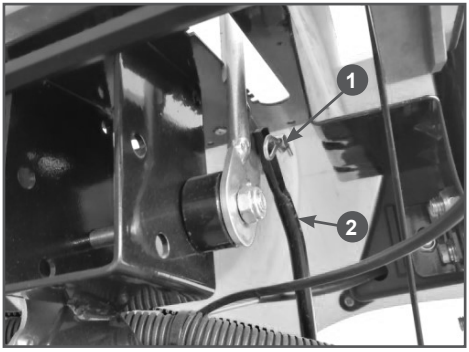

**Рис. 6 Подключение тяги к рычагу переключения передач**
6. Подключите тягу к рычагу переключения передач. Смажьте ось 1 и отверстие в тяге многоцелевой консистентной смазкой CHAMPION EP-0, установите тягу 2 на ось 1 кронштейна рычага переключения передач и зафиксируйте тягу шплинтом (Рис. 6).